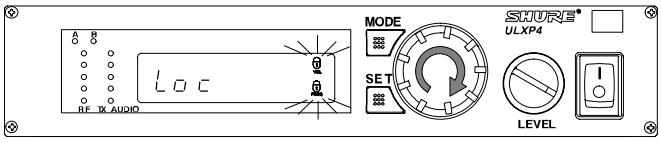

FIGURA 44
2. Girate la manopola di regolazione finché una o entrambe le icone di bloccaggio lampeggiano sul display, come illustrato in Figura 44.